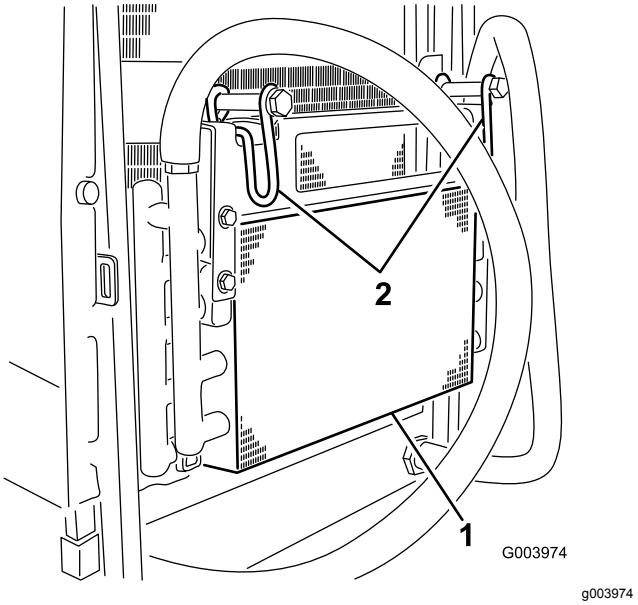

Figur 66
5. Sving låsene innover for å frigjøre oljekjøleren (Figur 66).